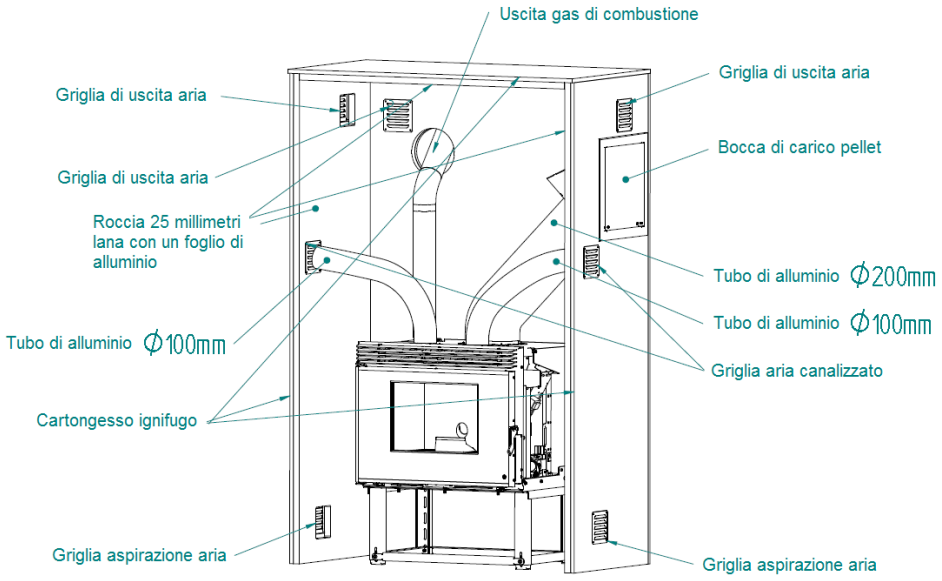

Figura 19 - Installazione pellet inseribile
- Nell'esempio di installazione (Figura 19), si può notare che i tubi sono collocati per canalizzare l'uscita dell'aria calda nella stanza in cui è installato inseribile, ma potrebbe essere installato per il trasporto di aria calda in camere vicine. La lunghezza massima dei tubi senza installare una scatola di aspirazione è 3-4m.